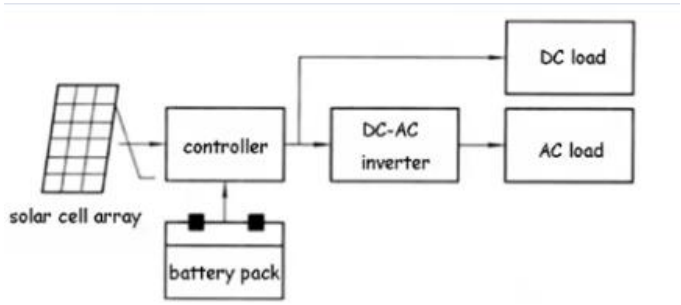

Fig. 3.6. Schematic arrangement of Solar power plant
Solar energy is radiant energy from the sun that is converted into usable power, most commonly electricity, using photovoltaic (PV) cells and solar thermal systems. A solar PV power plant converts sunlight directly into electricity using solar panels, which contain PV cells made of semiconductor materials like silicon. Sunlight, composed of photons, strikes the semiconductor material in the solar cells within the panels. This energy releases electrons, creates a direct current (DC).An inverter then converts this DC into alternating current (AC), which can be used for consumption or sent to the grid. The schematic arrangement of solar PV power generation system is given in Fig. 3.6.